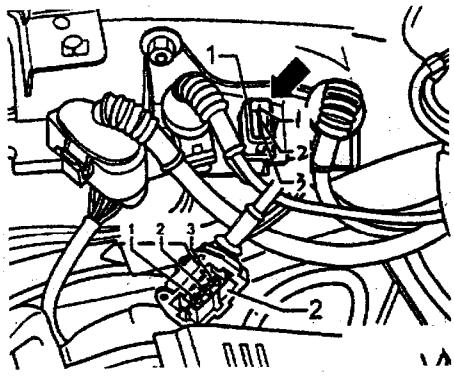

图2－28
(1) 所需的专用工具、检查和测试仪以及辅助工具。与检查空气质量计所需的工具和仪器相同。
(2) 检查条件。蓄电池电压至少为11.5V。
(3) 检查过程：
①如图2－28所示，将发动机转速传感器的3针插头拔下。
②检查发动机转速传感器触点1和3、2和3之间是否短路，允许值为∞。
③测量发动机转速传感器触点1和2之间的电阻（即传感器电阻），允许值为480～1000Ω。如果达不到允许值，更换发动机转速传感器。
④如果确定不了故障原因，继续进行以下检查：见图2－5，将测试盒V.A.G1598/22连接到控制单元线束中。检查3针插头的触点1、2、3分别与测试盒的插孔56、63、2之间导线的导通情况，导线电阻的最大值为1.5Ω。另外，检查导线之间有否短路，允许值为∞。